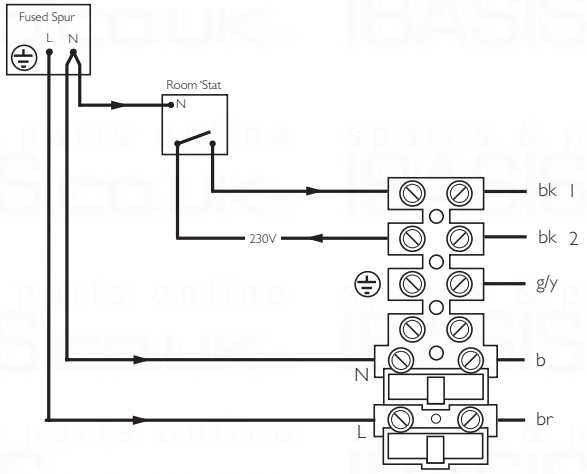

Fig. 57
6. Remove the link between terminals 1 & 2. The 230V supply at terminal 2 must be connected to the thermostat. The switched output from the thermostat must be connected to terminal 1 (Fig. 57). If the room thermostat being used incorporates an anticipator it MUST be wired as shown in Fig. 57.